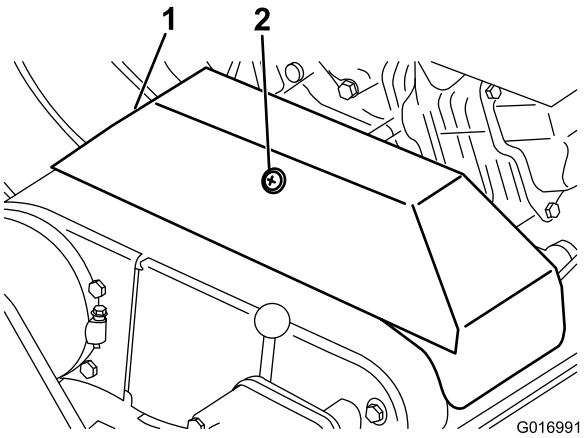

**Figur 43**
2. Lossa den hållare som håller fast kilremskåpan och öppna kåpan genom att vrida den (Figur 43).